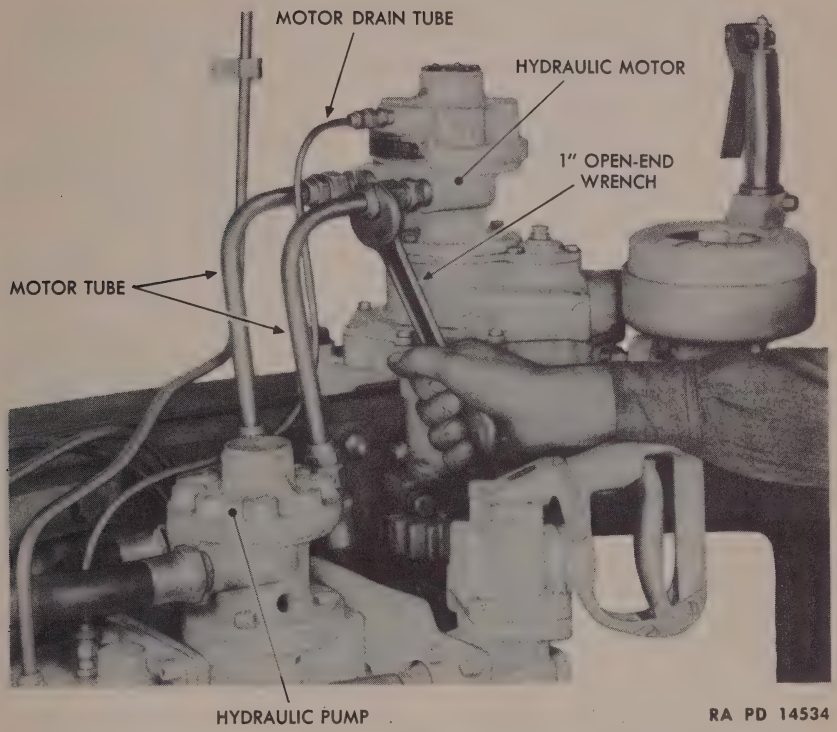

Figure 171—Removing Motor Tubes from Hydraulic Motor—Hydraulic Turret Traversing Mechanism
(1) DISCONNECT MOTOR TUBES (fig. 171).
(3) Using $1\frac{5}{16}$-inch socket wrench with 6-inch extension, tighten upper cap screws. Tighten lower cap screws, using $\frac{3}{4}$-inch L-handle socket wrench.
(4) INSTALL MOTOR TUBES (fig. 171).
(5) INSTALL MOTOR DRAIN TUBE (fig. 171).